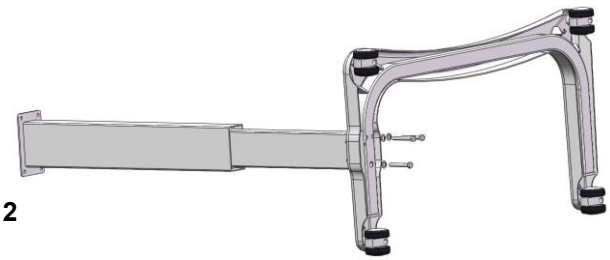

Bild 2
- Placera basenheten på sidan och lokalisera fjäderpelaren på plats, bild 2.